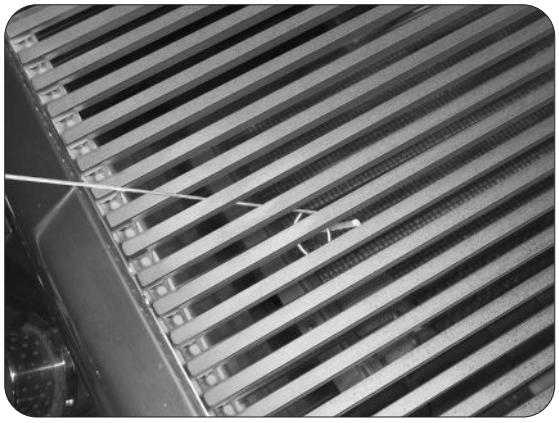

Fig. 29-2 Manual lighting
2. Insert either a burning long-barrel butane lighter, a burning long-stem match, or a burning match held by a wire extension holder through the cooking grid opening to the top of the burner (Fig. 29-2).
4. If the burner does not light within five (5) seconds of turning the control knob, **immediately depress the knob and turn the valve to OFF**. WAIT FIVE (5) MINUTES before repeating steps 2 through 4 of the MANUAL LIGHTING instructions.